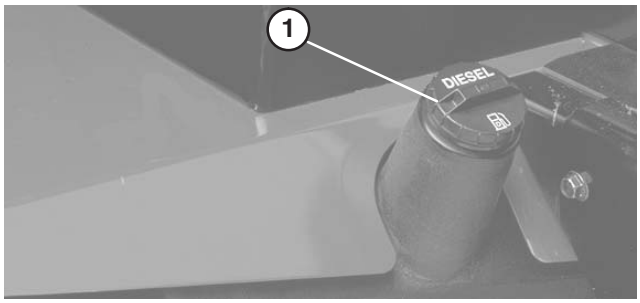

Bild 17
1. Nehmen Sie den Tankdeckel ab (Bild 17).